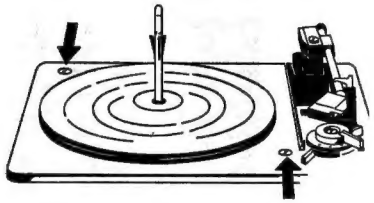

Fig. 1
1.1 Chassis-Arretierung auf der Grundplatte durch Linksdrehen der beiden Schrauben am Chassis-Rande lösen. Bei Spielbetrieb muß Gerät frei federnd auf der Grundplatte ruhen (Fig. 1).
1.1 Loosen chassis restrainer on the mounting base by turning both of the screws on the chassis rim counter-clockwise. When in operation, the unit must rest freely suspended on the mounting base (Fig. 1).